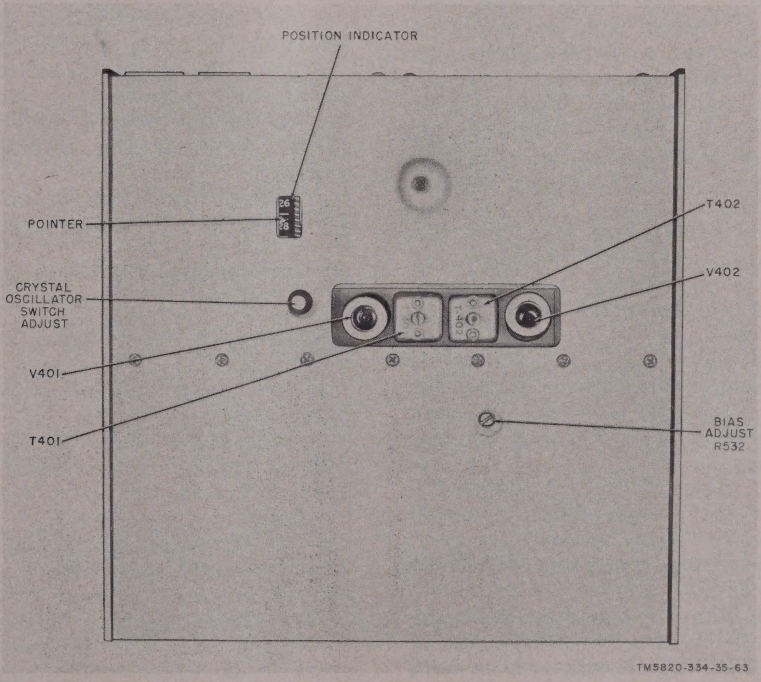

Figure 64. Receiver, rear view, case removed.
Check crystal oscillator bandswitch S401 by comparing the MEGACYCLES reading on the frequency indicator dial with the number under the pointer of the position indicator at the rear of the receiver (fig. 64). The numbers should be the same. If
c. Turn the crystal oscillator switch adjust shaft (screwdriver adjustment) at the rear of the crystal unit (fig. 64) and set the drum dial of the position indicator to zero.
i. Set bias adjust R532 (cathode of fifth if. amplifier V505) (fig. 64) for a maximum indication on the ME-26/U. Adjust variable resistor R521 (fig. 40) for an indication of approximately 2.5 volts on the ME-26/U.